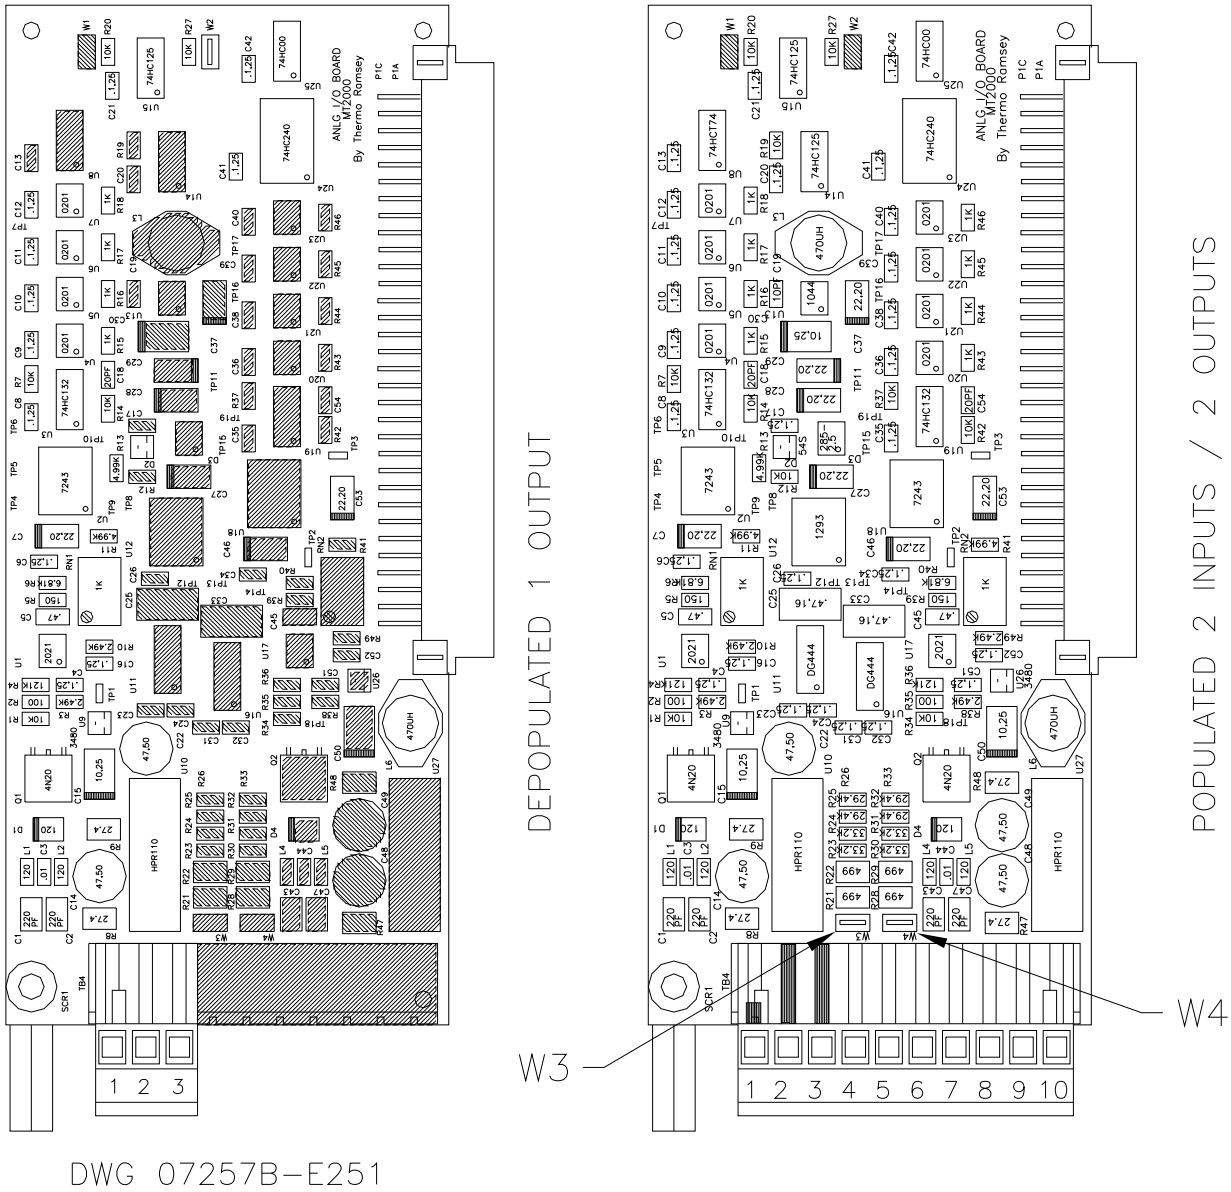

Figure 2-9. Analog I/O Board
The optional analog input/output board is available in two configurations described below: (A) has one current output only; whereas, (B) has two voltage inputs and two current outputs (Figure 2-9).